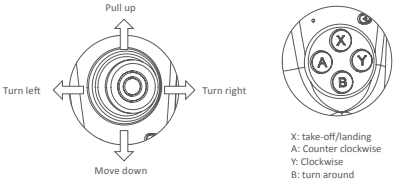

Figure 6
a. Pull up the rocker (upwards), Go Go Bird will speed up; move down the rocker (downwards), Go Go Bird will slow down, refer to figure 6.
e. The IR evading obstacle function, as default setting, will be on when Go Go Bird fly. You can turn on/off this IR evading obstacle function by pressing function button and turn around (B) button of remote control at the same time for better user experience.